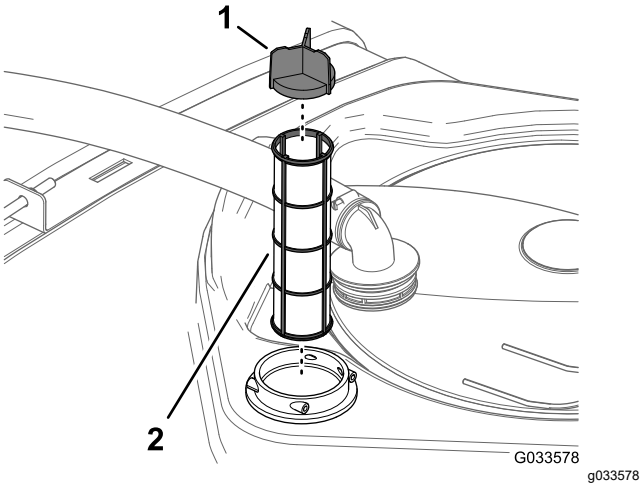

Figuur 52
4. Trek de zuigkorf uit zijn behuizing in de tank (Figuur 52).